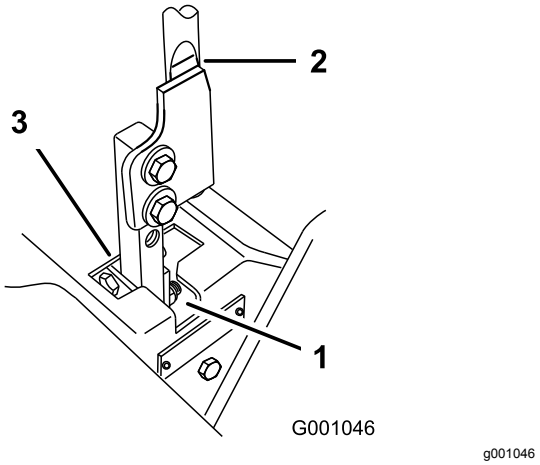

Figur 75
5. Flytt spaken til nøytral stilling, men ikke låst (Figur 75).
6. Trekk spaken tilbake til splittpinnene (på armen under svingakselen) er i kontakt med endene på sporet (begynner så vidt å legge press på fjæren), som vist i Figur 75.
7. Kontroller hvor det er mulig at kontrollspaken treffer hakket i konsollen (Figur 75).